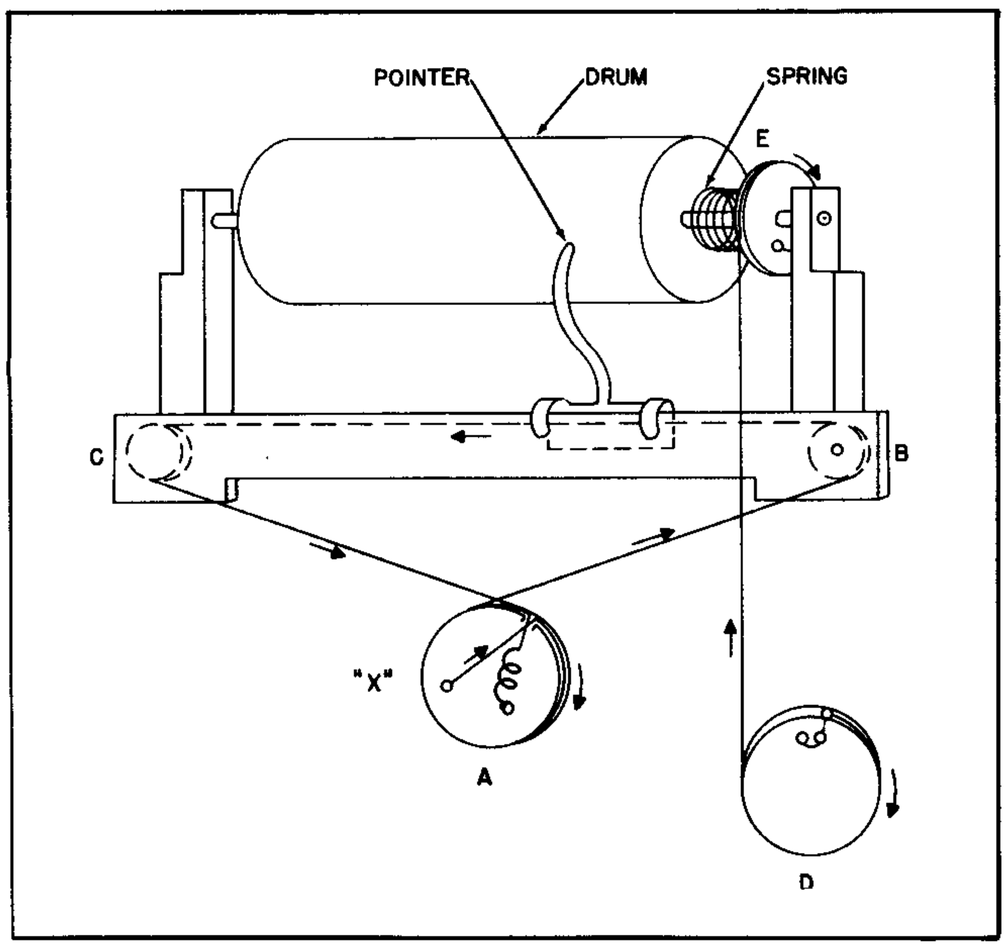

Figure 5-6. 51J-4 Dial Cord Arrangement
5.8.1. MEGACYCLE POINTER CORD. - Refer to figure 5-6. Remove the front panel according to directions in paragraph 5.6.2.(a). If the cord is to be replaced, use 36-5/8 inches of Collins number 432 1009 00 nylon-covered cord.
(b) Tie a loop in the cord. Loop the cord over the tab at point X in figure 5-6.
(b) Turn pulley E, figure 5-6, about one-half turn and hold tension of spring.